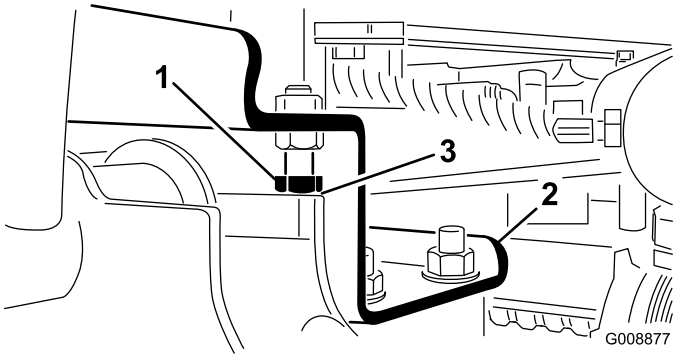

Figuur 12
A. Draai de aanslagbouten los (Figuur 12).
2. Controleer of de speling tussen elke hefarm en de aanslagbouten 0,13-1,02 mm bedraagt (Figuur 12). Als de afstand zich niet in dit bereik bevindt, moet u de aanslagbouten verstellen om de juiste speling te verkrijgen.